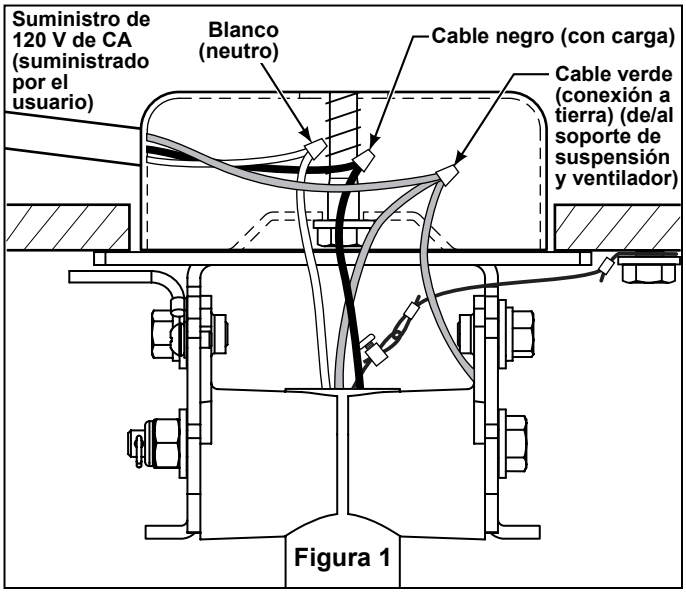

Figura 1
3. Conecte el cable blanco del motor del ventilador al cable de suministro blanco (neutro) con el conector de cables suministrado (Figura 1).
4. Conecte el cable negro del motor del ventilador al cable de suministro negro con el conector de cables suministrado (Figura 1).